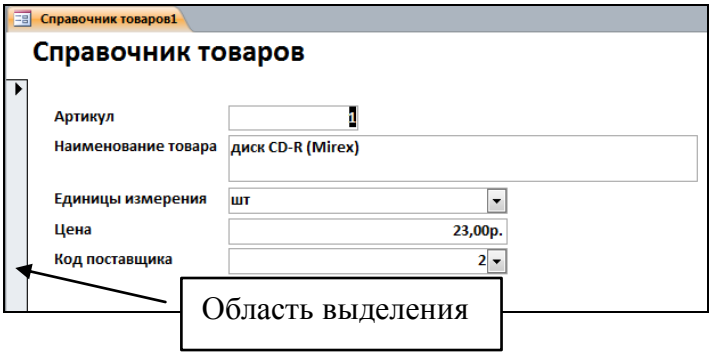
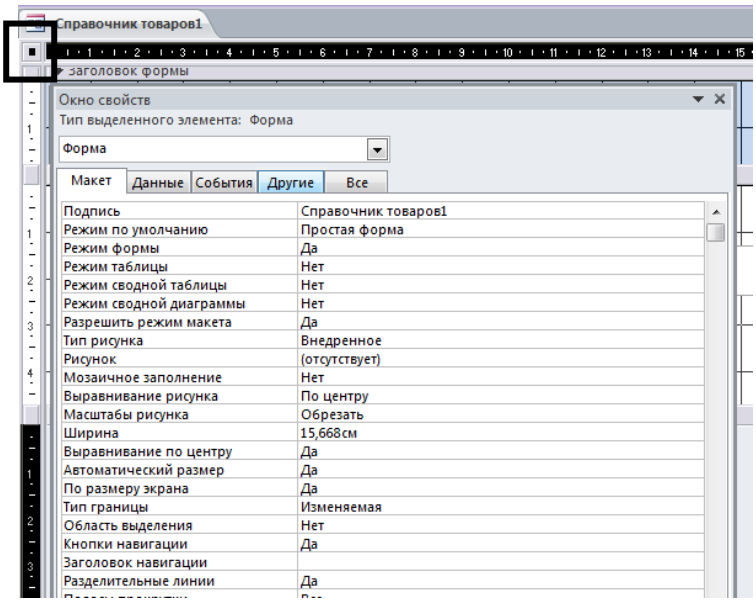

Рис. 3.15. Область выделения
Рис. 3.16. Изменение свойств формы
14. Для удаления с формы *Области выделения* (рис. 3.15) необходимо перейти в режим *Конструктора*, выделить квадрат в верхнем левом углу формы (рис. 3.16), вызвать контекстное меню и выбрать команду *Свойства формы*.